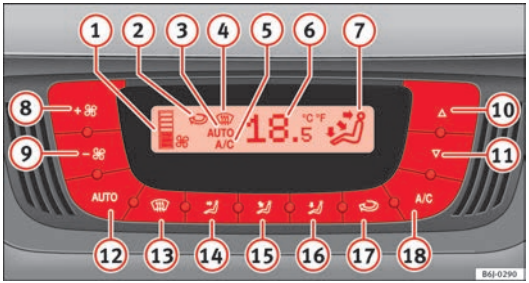

Fig. 96 Climatronic controls on the dash panel
– Press keys (10) and (11) ⇒ Fig. 96 to adjust temperature.
(1) Blower level indicator.
(2) Air recirculation display:
(3) Display **AUTO** (Automatic operation)
(4) Demisting indicator
(5) AC indicator (Cooling connected)
(6) Interior temperature indicator selected
(7) Air flow direction indicator
(8) Fan speed increase
(9) Fan speed decrease
– Press the button AUTO. The indication ⇒ Fig. 96 (3) is displayed.
– Press keys (10) and (11) ⇒ Fig. 96 to adjust the desired temperature inside the vehicle. We recommend you adjust the temperature to 22 °C (72 °F).
– Press one of the buttons ⇒ Fig. 96 (14) to (16) or press the blower control (8) and (9) down. The indicator is switched off (3).
The blower can be adjusted with buttons (8) and (9) ⇒ Fig. 96. If the blower is off (level (1) is not shown on the screen) and button (9) is pressed after 1 second, the Climatronic switches off.
– Press the button ⟲ to switch air recirculation mode on or off. This is ON if the symbol ⟲ ⇒ Fig. 96 is displayed on the screen.